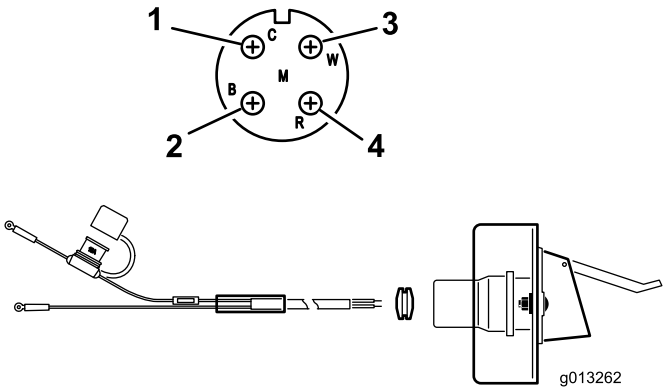

**Figur 9**
2. Før de elektriske ledninger fra batteriet til det elektriske stiks beslag og fastgør dem (Figur 9).
3. Før ledningerne gennem sokkelbeslaget og monter den sorte gummikrans på ledningerne (Figur 9).